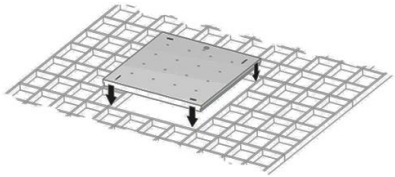

Рисунок 5 — Установка светильника Geniled серии Грильято на подвесную конструкцию.
8.3.3. Установите светильник Geniled на монтируемое место (Рисунок 5). Следите за тем, чтобы кабель не оказался зажат между элементами конструкции потолка и светильника. Убедитесь, что светильник надежно закреплен на потолке.